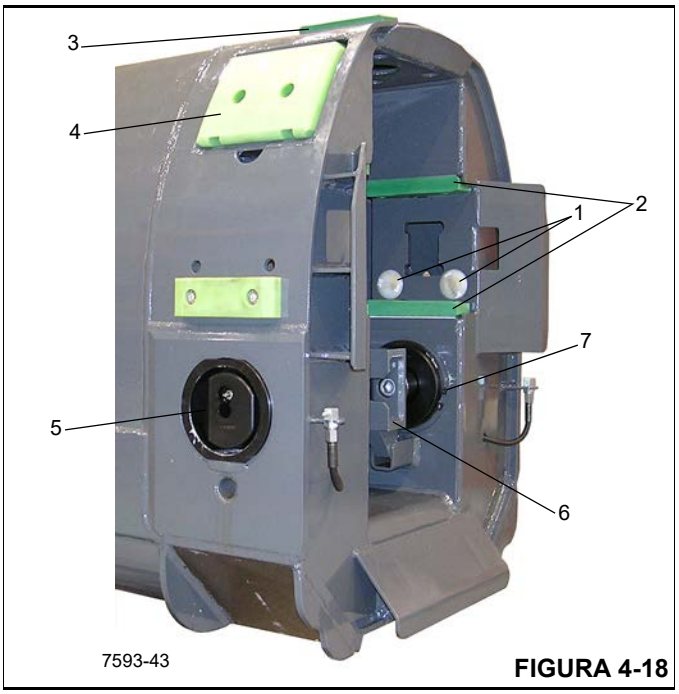
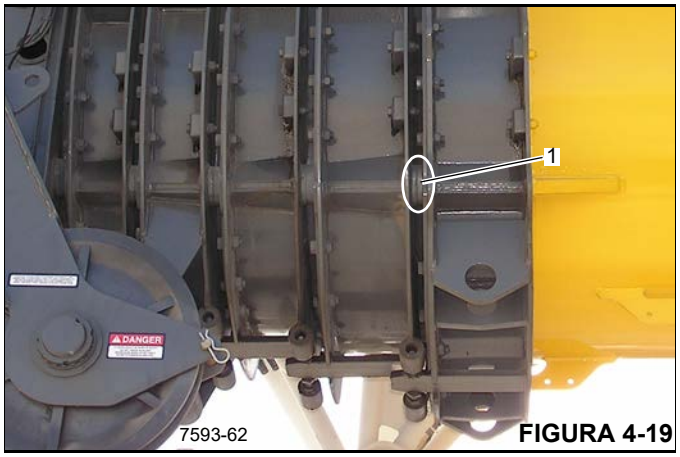
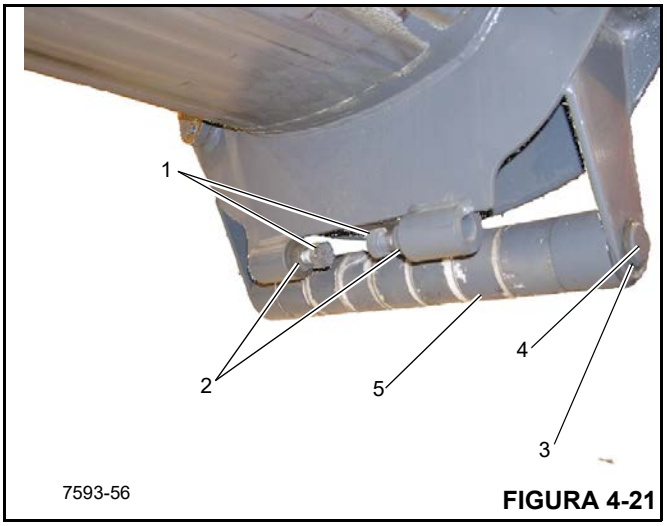

FIGURA 4-18
FIGURA 4-19
FIGURA 4-21
2. Retire las almohadillas de botón redondo (1) (Figura 4-18) de los orificios relacionados en la parte trasera de la sección.
3. Retire las cuatro correderas (2) y los suplementos de los rieles superior e inferior en la parte trasera de la sección.
4. Retire las dos almohadillas de desgaste exteriores inferiores (3) y los suplementos de la sección.
5. Retire las dos almohadillas de desgaste exteriores laterales (4) de la sección.
6. Retire los dos conjuntos de pasadores de sección (5):
- **a.** Retire el eslabón de conexión (eslabón C) (6).
- **b.** Retire el anillo elástico (7) de la ranura del D.E. del tubo guía. Retire el conjunto de pasador del exterior de la sección.
a. Retire el eslabón de conexión (eslabón C) (6).
b. Retire el anillo elástico (7) de la ranura del D.E. del tubo guía. Retire el conjunto de pasador del exterior de la sección.
7. Retire las placas de bloque de tope (1) (Figura 4-19) y los suplementos de los rebordes de montaje del bloque de tope de cada lado.
9. Retire las contratuercas (2) y los pernos centradores (1) (Figura 4-21) superiores e inferiores de ambos lados.
10. Retire los dos anillos elásticos (3) (Figura 4-21) y el eje del puente (4) y los rodillos (5) de soporte del rodillo en la parte inferior de la sección.